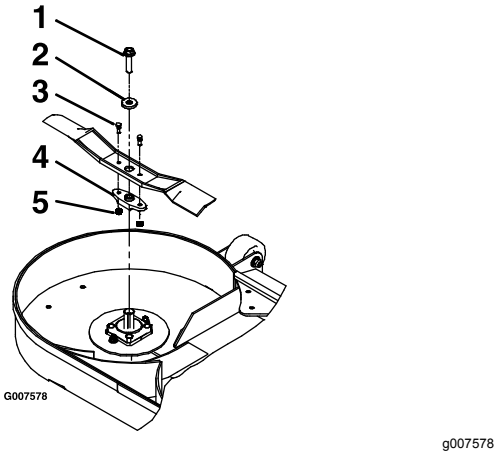

Figur 72
3. Ta bort kniven, brickan och knivskruven som fäster kniven och knivdrivaren (Figur 72).
4. Ta bort knivdrivaren från den befintliga kniven (Figur 72).
1. Montera knivdrivaren för de nya knivarna med brytbultarna och låsmuttrarna (Figur 72).
3. Sätt fast kniven, brickan och knivskruven på spindelaxeln (Figur 72).